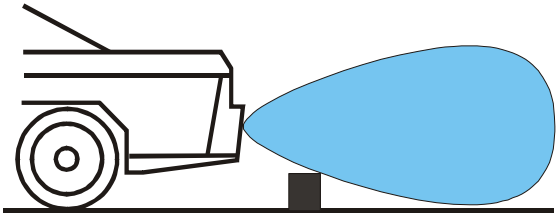

Рис. 10
7.2 Минимальное расстояние обнаружения бордюра (и других низко расположенных объектов), т.н. ширина «вертикальной мертвой зоны», зависит от высоты и угла установки датчиков (см. рис. 10). Например, при высоте установки датчиков 60 см, минимальное расстояние обнаружения бордюра высотой 20 см будет около 70см, а при высоте датчиков 40 см и угле наклона 7°, минимальное расстояние обнаружения такого бордюра будет около 50см. Т.е. находясь ближе этого расстояния, бордюр не будет обнаружен.